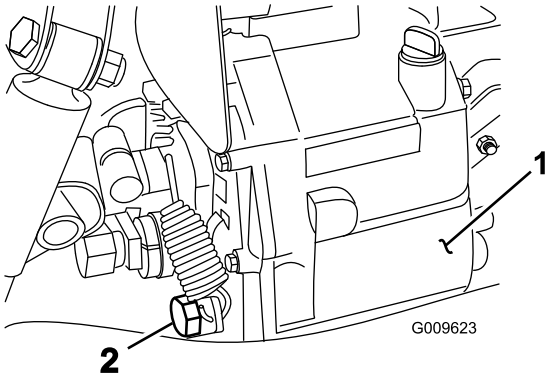

Figur 72
2. Ta bort avtappningspluggen från tankens sida och låt hydrauloljan rinna ner i ett uppsamlingstråg (Figur 72).